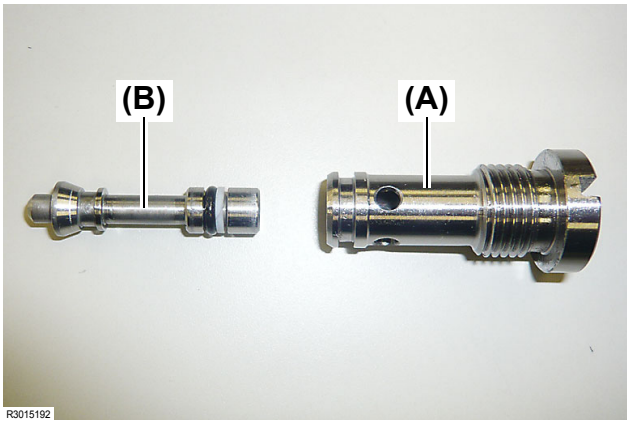

Fig. 29
17. Take out the mechanical check valve **(Fig. 29, (B))** from the mechanical check valve sleeve **(Fig. 29, (A))**.